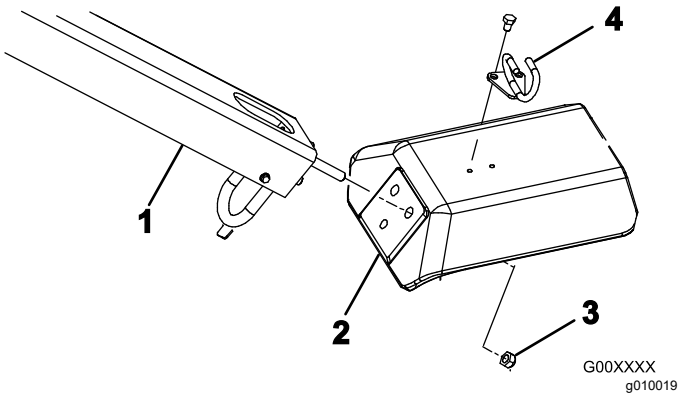

Figur 4
2. Sæt håndtagets monteringstappe ind i gaflens huller (Figur 4).
3. Fastgør håndtagets tappe på gaflen (Figur 4) med 3 låsemøtrikker (½").
5. Monter kabelholderen øverst på gaflen (Figur 4) med 2 bolte (5/16" x ½").